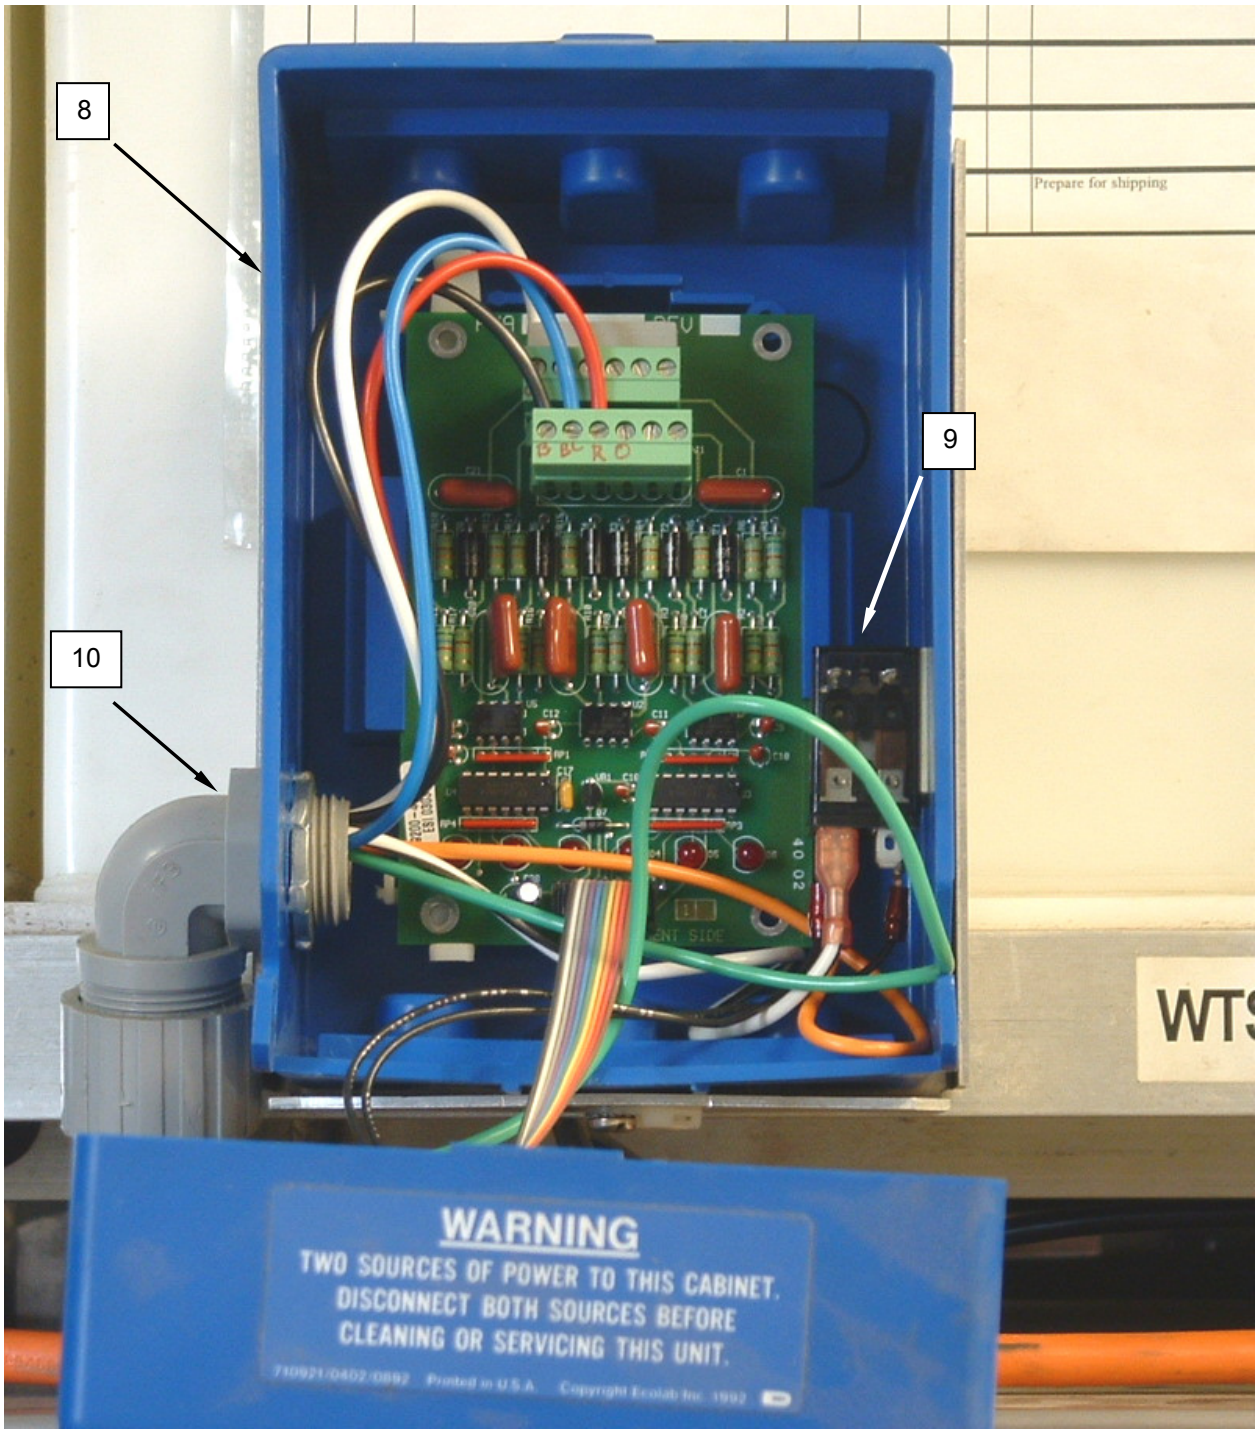

Figure 7. Replace the Automatic Soap Dispenser Control Module.
2. Open control module box **(Figure 7, Item 8)**.
3. Tag and disconnect wiring from control module **(Figure 7, Item 8)**.
4. Remove chart stop relay **(Figure 7, Item 9)** and retain for installation in replacement control module.
5. Remove conduit locknut, and remove conduit **(Figure 7, Item 10)** from box.
6. Remove fasteners retaining box to mount and remove control module **(Figure 7, Item 8)**.
7. Open replacement control module **(Figure 7, Item 8)**.
8. Install chart stop relay **(Figure 7, Item 9)** in replacement control module **(Figure 7, Item 8)**.
9. Install replacement control module **(Figure 7, Item 8)** and retain with fasteners.
10. Install conduit **(Figure 7, Item 10)** and retain with locknut.
12. Close control module **(Figure 7, Item 8)**, connect power, and monitor for normal operation.